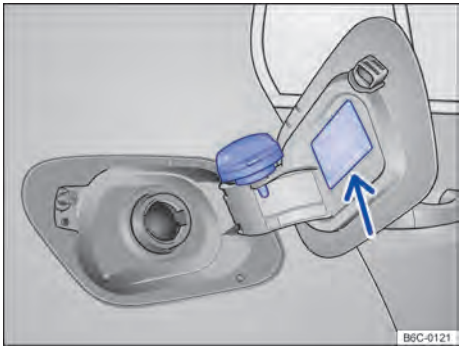

Fig. 158 Portezuela del depósito de combustible abierta con el tapón de cierre del depósito de combustible colgado.
– Retirar el tapón del depósito girándolo en sentido antihorario y encajarlo en el soporte de la tapa del depósito → fig. 158.